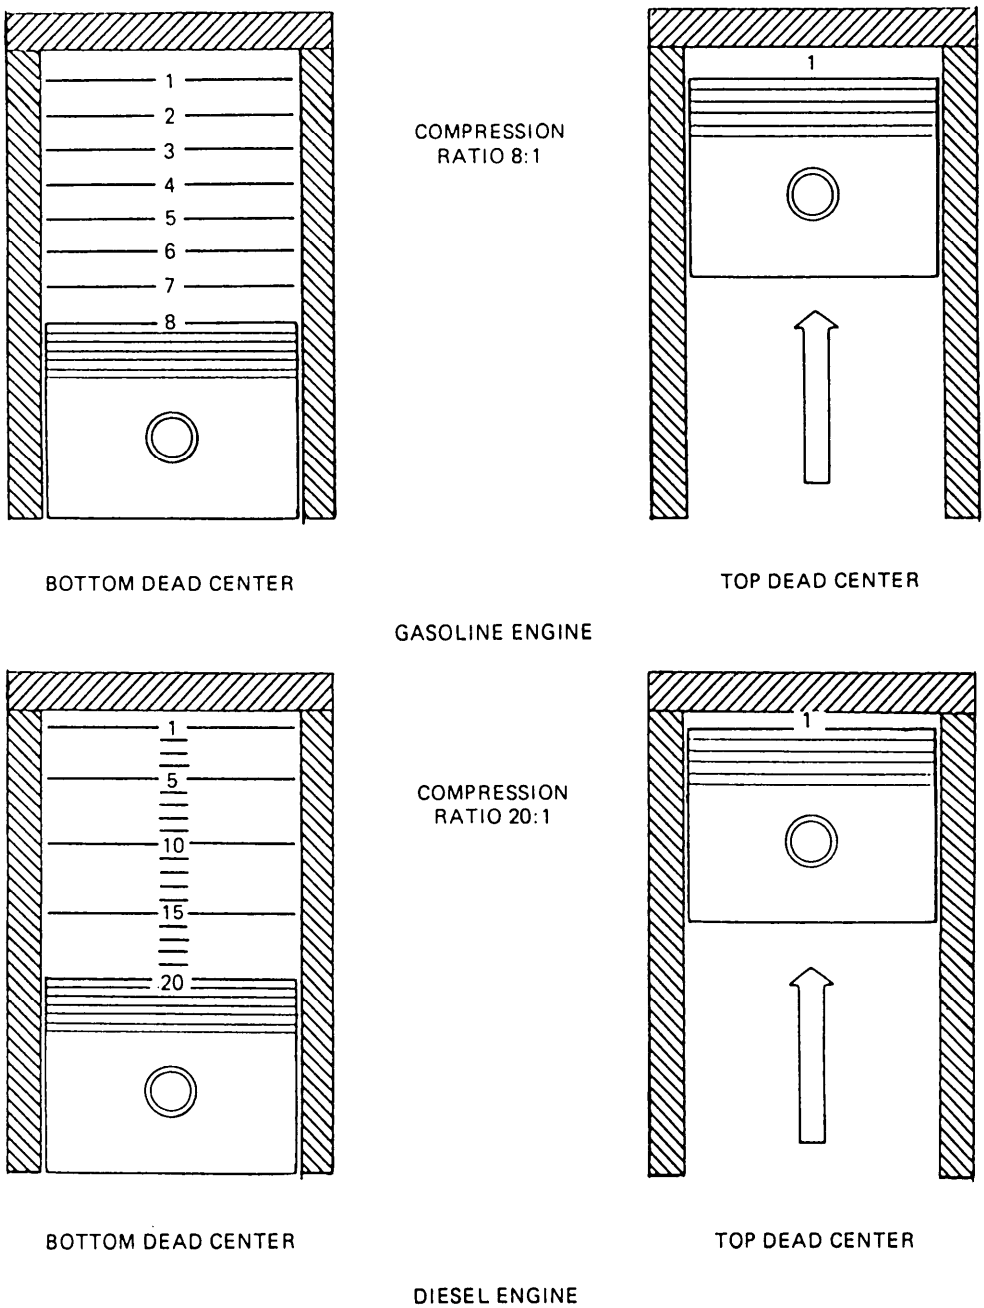

Figure 1-7.—Diesel and gasoline engines compression strokes.
2. The fuel and air mixture in a diesel engine is compressed to about one twentieth of its original volume, while in a gasoline engine the fuel and air mixture is only compressed to about one eighth of its original volume. The diesel engine must compress the mixture more tightly to generate enough heat to ignite the fuel and air mixture. The contrast between the two engines is shown in figure 1-7.